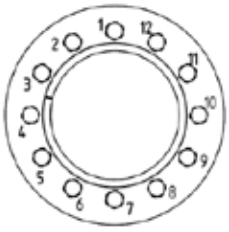

Fig. 5.10.5
- tighten the screws by a dynamometric wrench – calibrated at a value approximately higher than 5% compared to the one foreseen in table 5.10.1 – the screws of shrink disc must be gradually and uniformly tightened, with continous sequence (not diagonally!) see fig. 5.10.5 and during several phases (approx. 1/4 rotation each time) until the 1/4 rotation is not possible anymore;